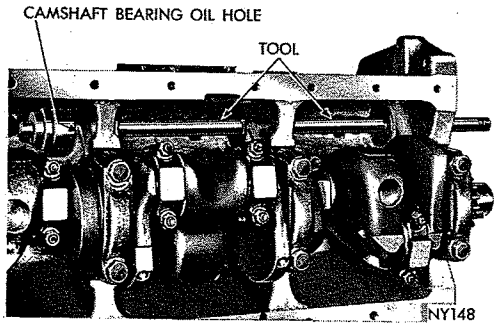

***Fig. 31—Removing Camshaft Bearings (Tool C-3132A)***
(1) Install new camshaft bearings with Tool C-3132A by sliding the new camshaft bearing shell over the proper adapter.
(2) Position bearing in tool. Install horseshoe lock and drive the bearing shell into place, (Fig. 31). **The camshaft bearing oil hole or holes must be in exact alignment with drilled oil passage or passages from the main bearing.**
(3) Install remaining shells in like manner. **Install NO. 1 camshaft bearing 3/32 inch inward from the front face of the cylinder block.**
(4) Apply sealer to the plug and use Tool C-897 to install a new welch plug at the rear of camshaft. **Be sure this plug does not leak.**